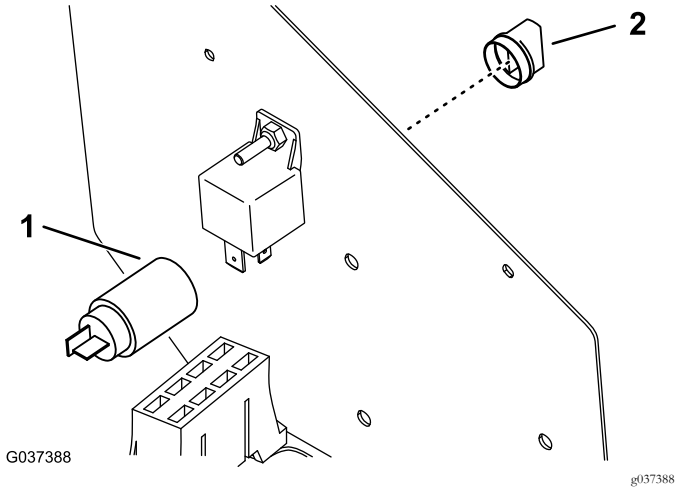

Bild 11
7. Entfernen Sie die ausgestanzte Blende von der Seite des Armaturenbretts (Bild 11).